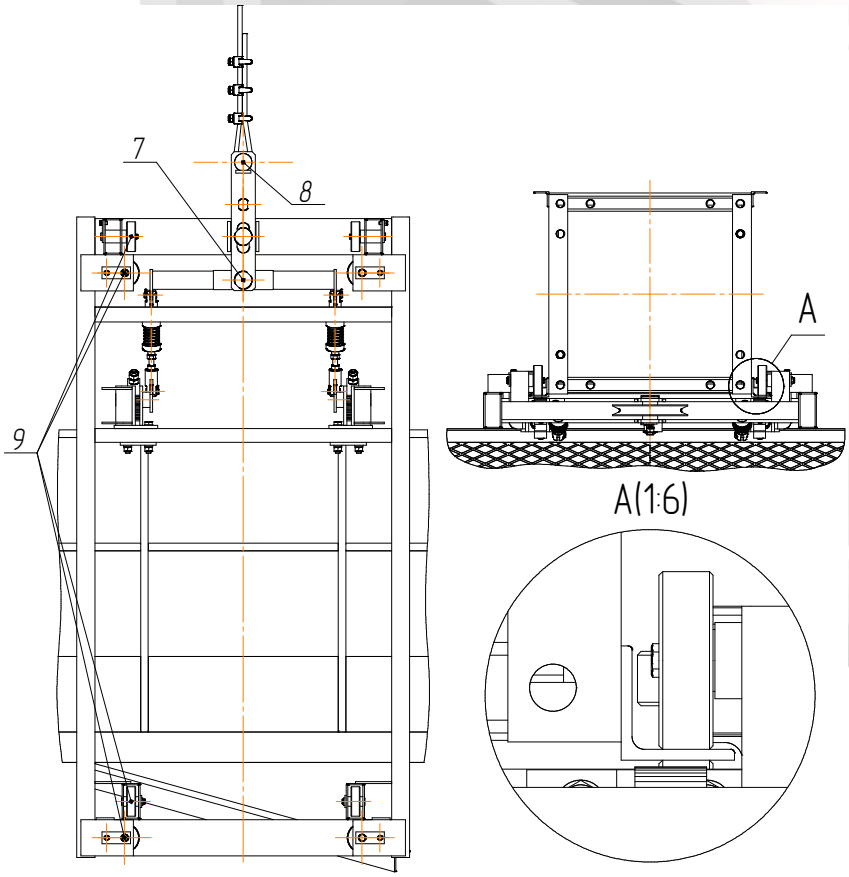

Рис. 10 – Схема зацепления каретки
В верхней части рамы каретки смонтирована система подвеса и экстренного торможения каретки (7). Каретка подвешена на перекинутом через вращающийся блок (8) канате, один конец которого закреплен на оголовке. На раме каретки расположены восемь опорных цилиндрических роликов (9), обеспечивающих зацепление каретки на направляющих элементах мачты подъемника в продольном и поперечном направлении (рис. 10А).